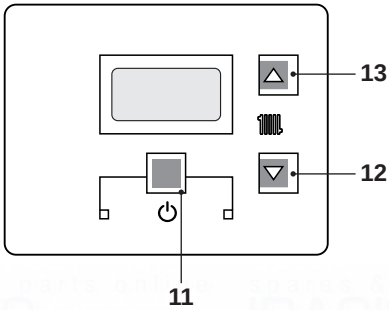
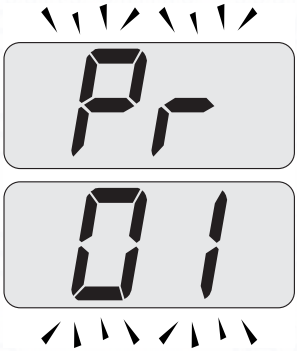
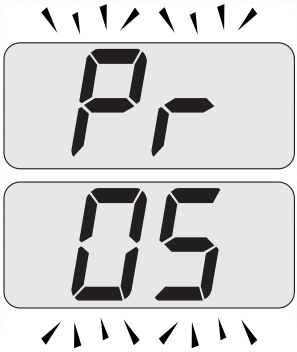

Fig. 8.3
Fig. 8.4
Fig. 8.5
- Enter in "programming mode" by pressing keys 11 - 12 - 13 (Fig. 8.3) for 10 seconds at the same time until the letters **Pr** that alternate with code **01** are displayed on the LCD display, indicating that "parameter 01"(Fig. 8.4) has been activated.
- Scroll the various parameters using keys 12 or 13 until the letters **Pr** that alternate with code **05** are displayed on the LCD display, indicating that "parameter 05"(Fig. 8.5) has been activated.
- Press keys 11 and 13 (Fig. 8.3) at the same time until the value of parameter 05(00=G20) is displayed on the LCD display (Fig. 8.6).
- By pressing key 13 three times, it is possible to change the value of parameter 05 from **00**=G20 to **05**=G31, which is ok for LPG gas.
- By pressing key 11 (Fig. 8.3) confirmation of the inserted value is obtained.
- Press keys 11 and 12 (Fig. 8.3) at the same time to exit without changing the value (return to the parameters list Fig. 8.5)
- Press keys 11 - 12 - 13 (Fig. 8.3) at the same time for 10 seconds to exit the "programming mode".